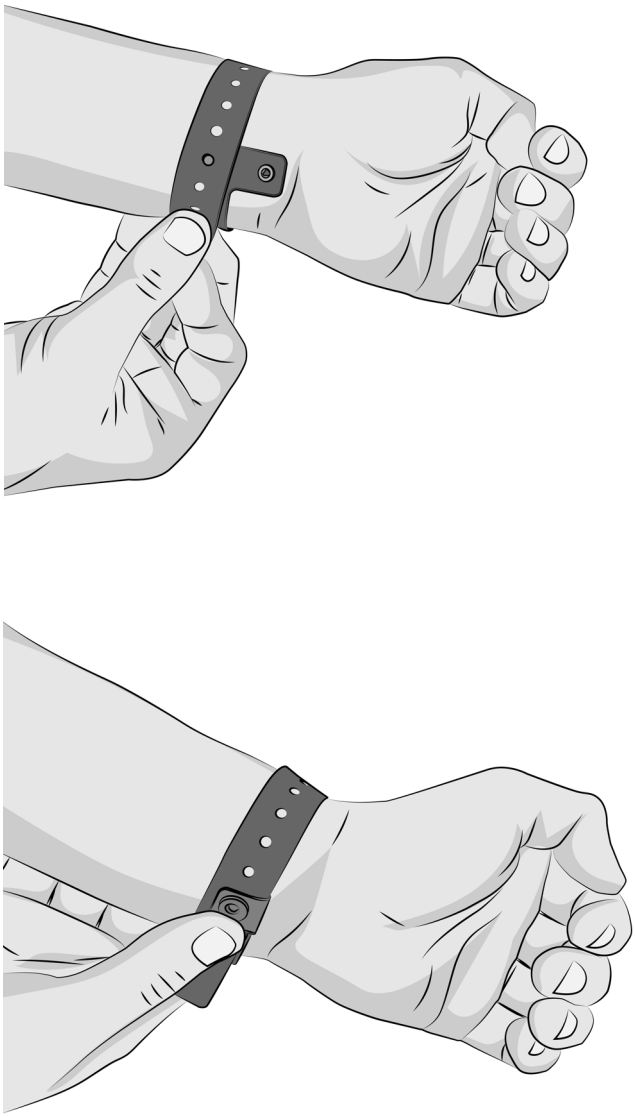

Figure 17 : Fixation du bracelet à usage unique
5. Si vous utilisez le bracelet à usage unique, alignez le bouton de fermeture avec le trou de taille appropriée sur le côté opposé du bracelet, en veillant à ce que le bracelet s'adapte confortablement et en toute sécurité. Une fois que la bonne taille est trouvée, repliez le bouton de fermeture inviolable pour fermer la fermeture. La fixation se mettra en place lorsqu'elle sera fermée (figure 17). Notez qu'une fois la fermeture inviolable fermée, le bracelet ne peut pas être réajusté.